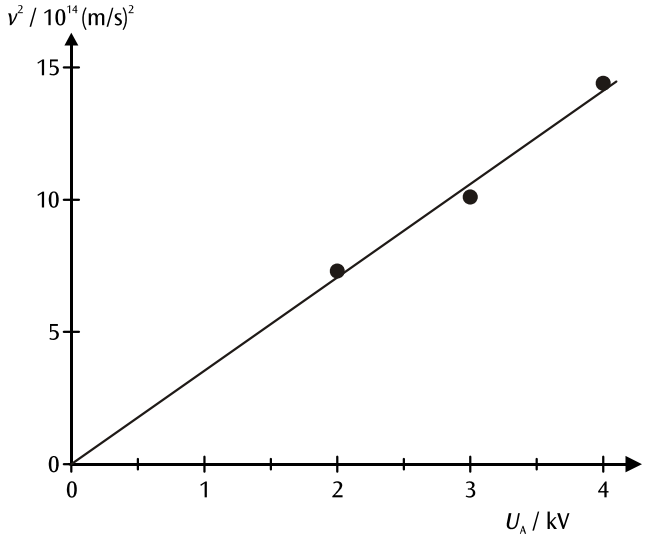

Fig. 7 : Représentation graphique du rapport entre v^2 et U_A
La fig. 7 illustre le rapport entre le carré de la vitesse et la tension anodique. À l'aide de l'équation (8), la pente de la droite d'origine permet également de déterminer la charge spécifique de l'électron.